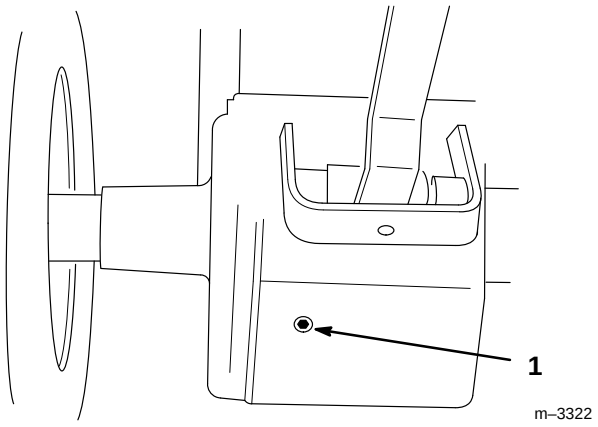

Figure 50
4. Placer un récipient sous l'ouverture de vidange de la boîte-pont. Retirer le bouchon de vidange (Fig. 50).